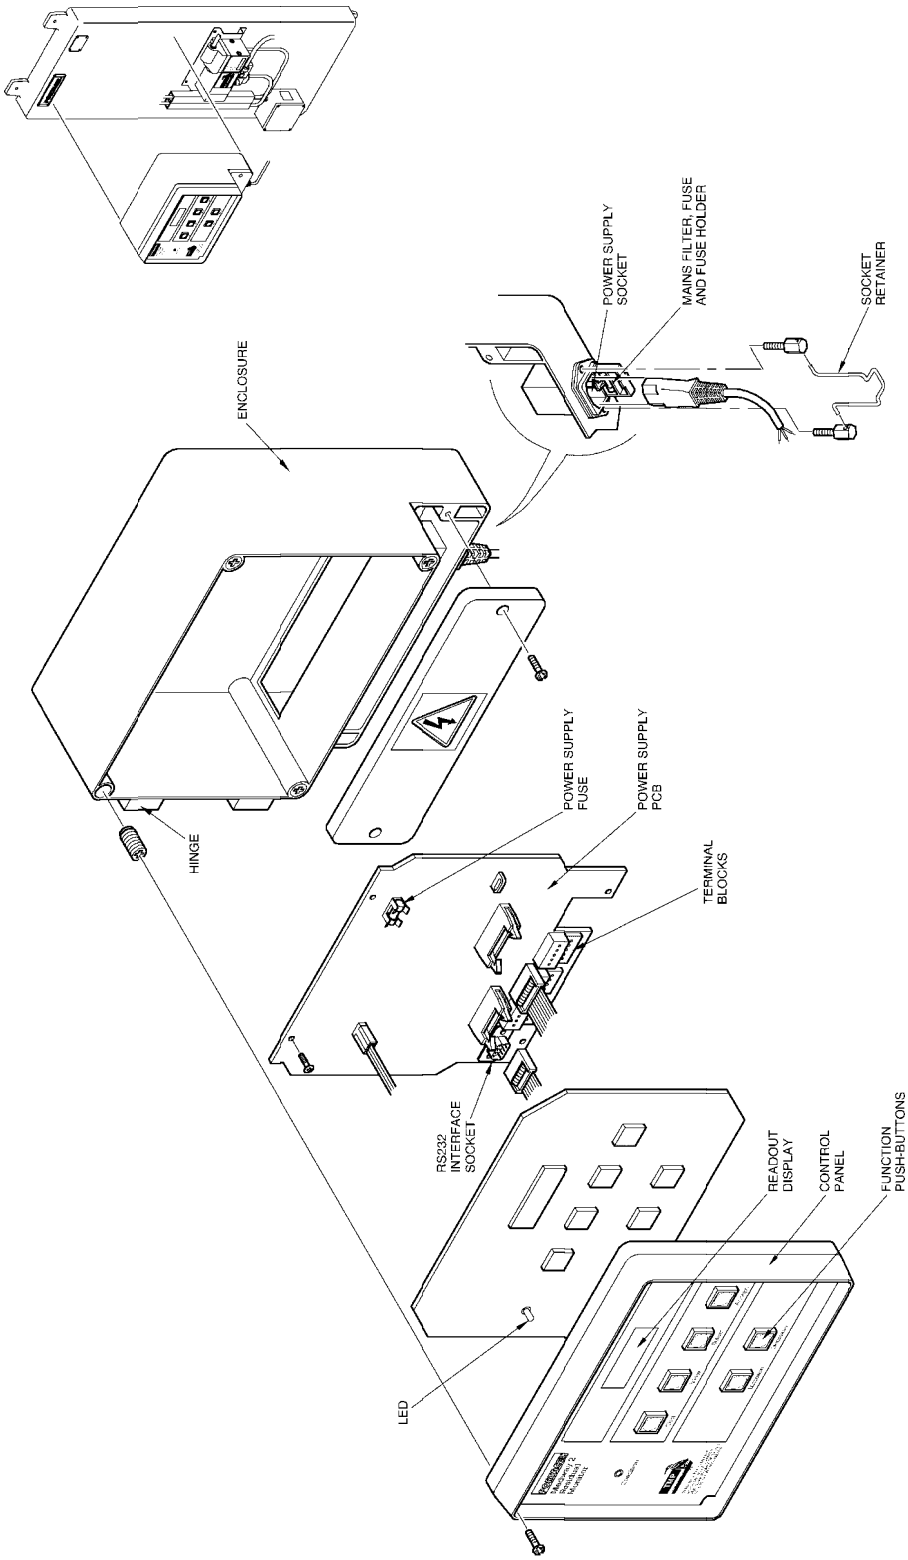

Fig. 3.2 Residual Monitor
2.2 Electrical Connection (Figs 3.2 and 3.3)